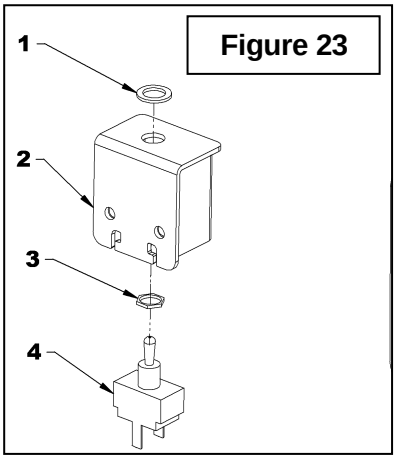

Figure 23
8. **Figure 23:** Insérer l'interrupteur (item 4) dans le boîtier (item 2) et fixer avec les deux écrous fournis (items 1-3) dans l'ordre illustré. Installer le capuchon sur l'interrupteur.
10. Fixer le connecteur instantané (item 22, section pièces) sur la source d'alimentation choisie et amener le fil rouge au connecteur instantané en coupant le surplus si nécessaire. Fixer en place en abaissant la lame de métal du connecteur.